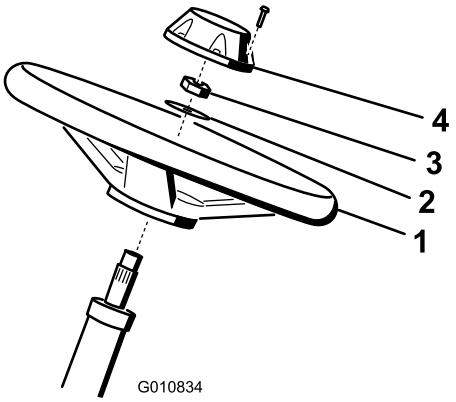

Figur 3
1. Sæt rattet på ratstammen (Figur 3).
2. Sæt spændeskiven på ratstammen (Figur 3).
3. Fastgør rattet til akslen med en kontramøtrik og spænd den til 27-35 N·m (Figur 3).
4. Sæt hætten på rattet og fastgør den med en skrue (Figur 3).